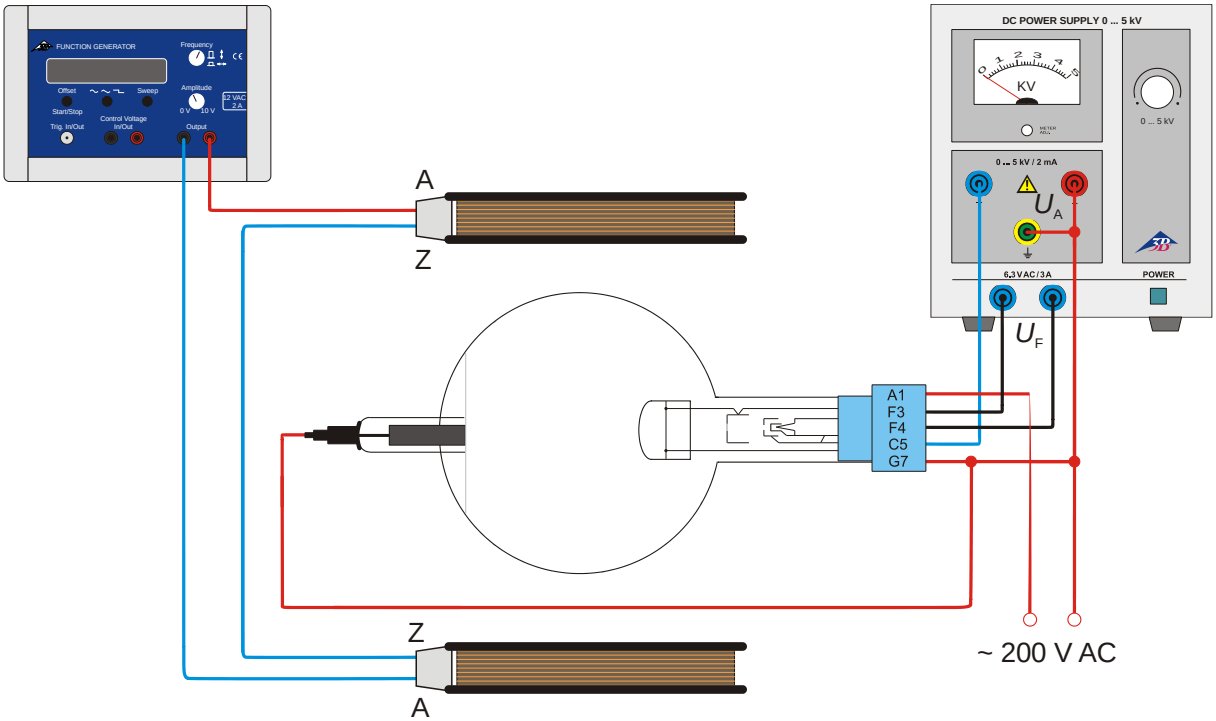

Fig 6 Déviation dans le champ alternatif congruent magnétique et électrique
- Procédez au câblage comme le montre la figure 6.